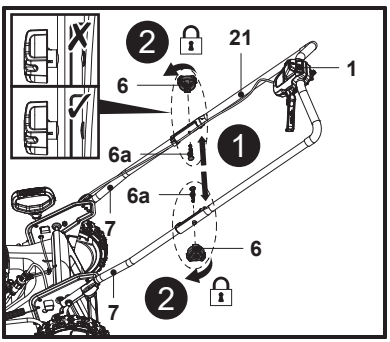

Fig. 3
1. Segure no guiador superior (5) com o botão do interruptor de segurança (1) virado para cima.
2. Alinhe os orifícios de fixação do guiador superior (5) e dos guiadores inferiores (7).
3. Passe o parafuso de fixação (6a) pelos orifícios de fixação até ao fim (Fig. 3, passo 1).
4. Fixe o guiador superior (5) aos guiadores inferiores (7) rodando o botão de bloqueio (6) para a direita na rosca do parafuso de fixação (6a) para apertar (Fig. 3, passo 2).
5. Certifique-se de que o cabo de controlo (21) percorre a parte superior do guiador superior (5) e o guiador inferior (7).